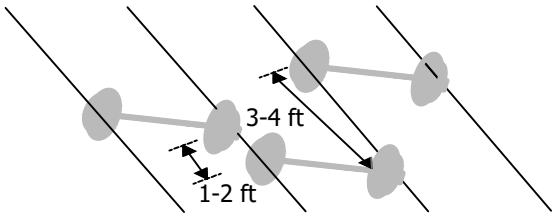

FIGURE 4 (A)
(A) FOR THREE WIRE LOCATIONS, ONLY ONE SPACER IS NEEDED FOR THE TWO OUTER MOST PHASES AS DEPICTED IN FIGURE 3. FOR FOUR WIRE LOCATIONS, INSTALL THREE SPACERS AND STAGGER THEM AS DEPICTED IN FIGURE 4.